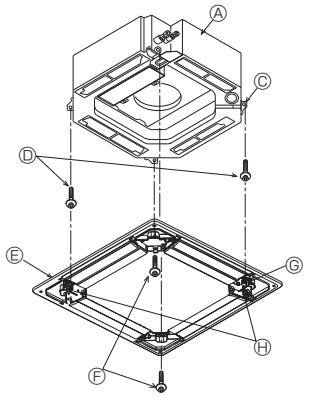

Fig. 9-6
9.4.2. Mise en place provisoire de la grille (Fig. 9-6)